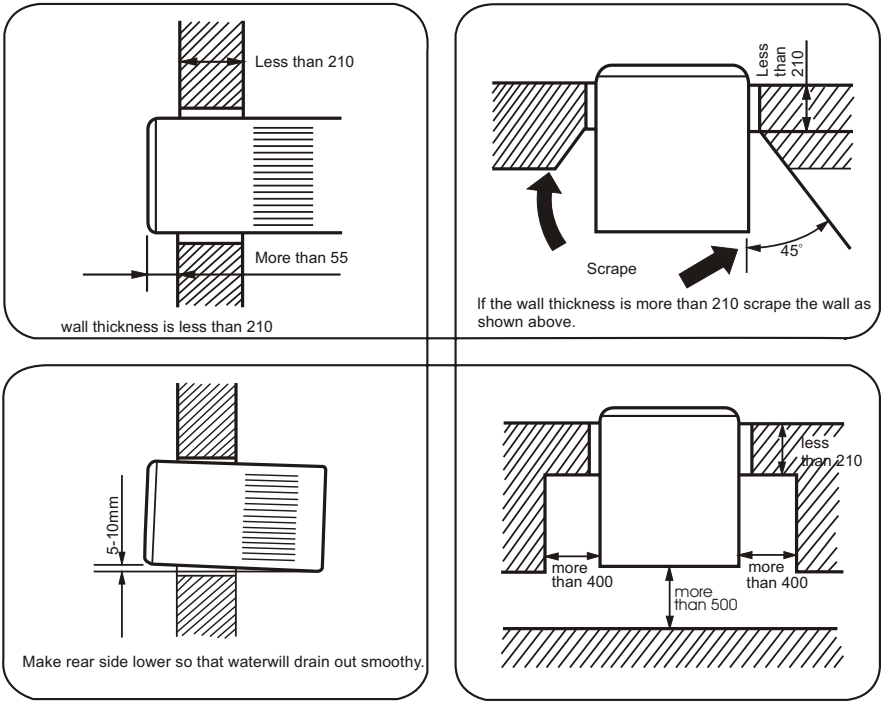

Fig.5
1) Remove the front panel. (Fig.5)